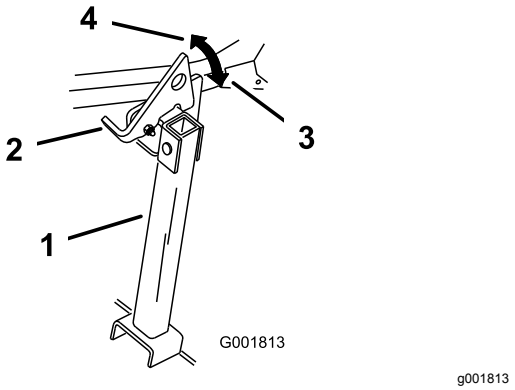

**Figuur 44**
2. Zet de vergrendeling omhoog in de ontgrendelde stand (Figuur 44).